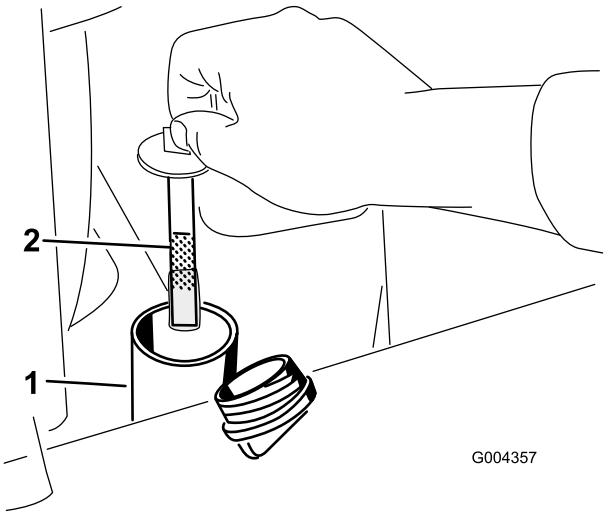

**Figur 19**
6. Ta loss locket från påfyllningsröret och kontrollera oljenivån på oljestickan (Figur 19).